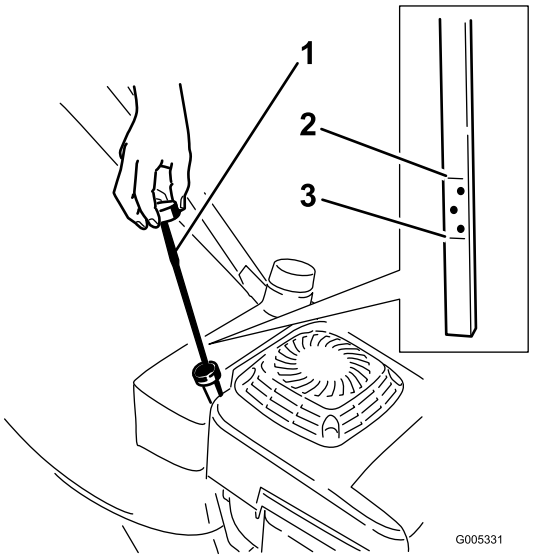

Figuur 9
Controleer voor elk gebruik of het oliepeil tussen Bijvullen- en Vol-markeringen op de peilstok staat (Figuur 9).
2. Maak de omgeving van de peilstok schoon (Figuur 9).
6. Haal de peilstok eruit en controleer het oliepeil (Figuur 9).